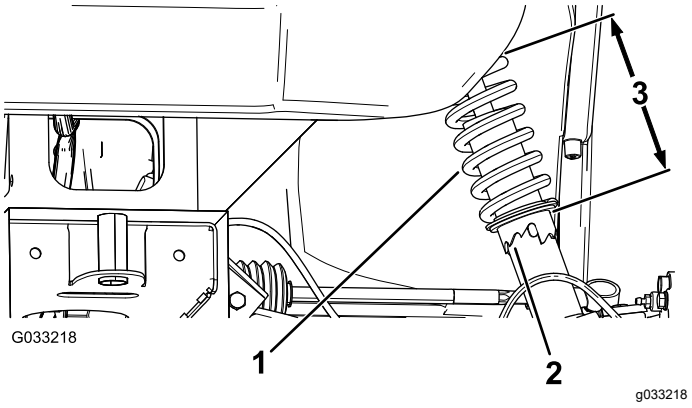

Figuur 49
2. Als de vlucht van het wiel onjuist afgesteld is, draai dan met de schroefsleutel aan de kraag van de schokdemper tot het wiel uitgelijnd is (Figuur 49).